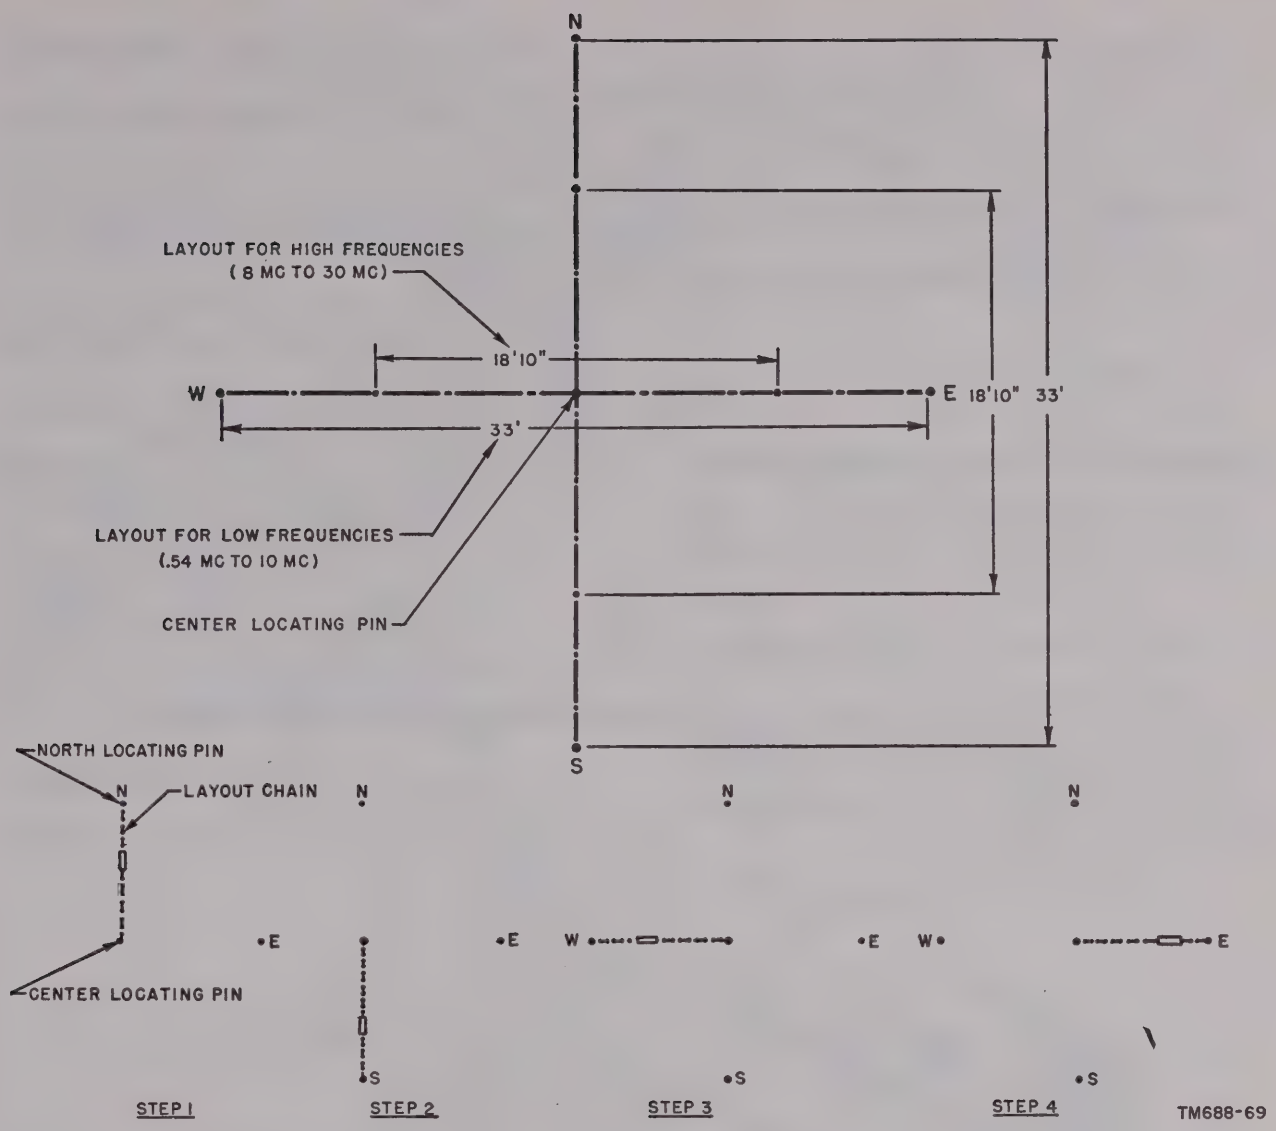
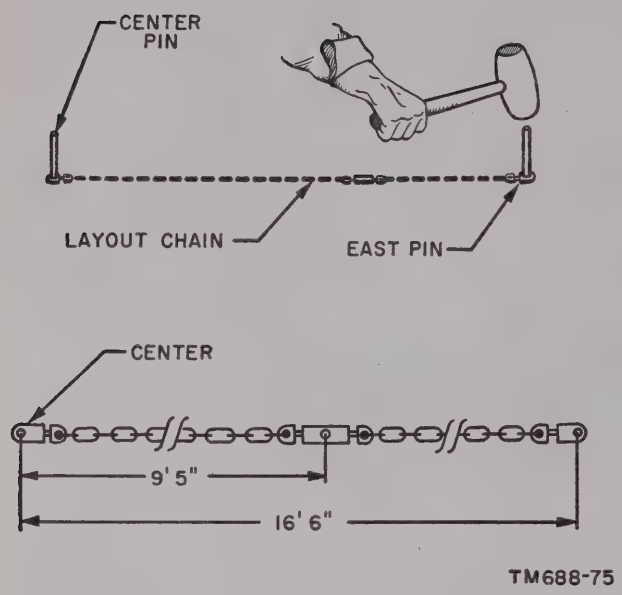

Figure 28. Adcock antenna layout.
Figure 29. Adcock antenna layout template.
a. Low-Frequency Combination. When the direction finder set is to be operated in the range of .54 to 10 mc, use a spacing between diagonally opposite monopoles of 33 feet (16 ft 6 in. from the center stake to the center of each mast) (figs. 28 and 29). Erect each mast with four sections and an antenna loading disk (fig. 5Ⓐ).
c. Locating Pin Alinement (fig. 28). With the compass sights adjusted to point to either true or magnetic north, drive a locating pin into the ground in line with the sights at exactly 9 feet 5 inches from the center locating pin for high-frequency (8–30 mc) antenna configuration or 16 feet 6 inches from the center locating pin for low-frequency (.54–10 mc) antenna configuration (step 1, fig. 28). The exact distance can be laid out by using the antenna layout template made of chain (fig. 29). Run the chain through your hand and allow it to untwist before measuring the locating pin position. The chain must be pulled tight for accurate measurements. The 50-foot steel tape can also be used to measure the distance. Rotate the compass sights exactly 90°, 180°, 270°; repeat the positioning operation at each point (steps 2, 3, and 4, fig. 28). Recheck the compass level, the compass orientation, and the locating pin alinement when viewed through the compass sights. If the alinement is correct, set aside the compass, tripod, and other accessories.